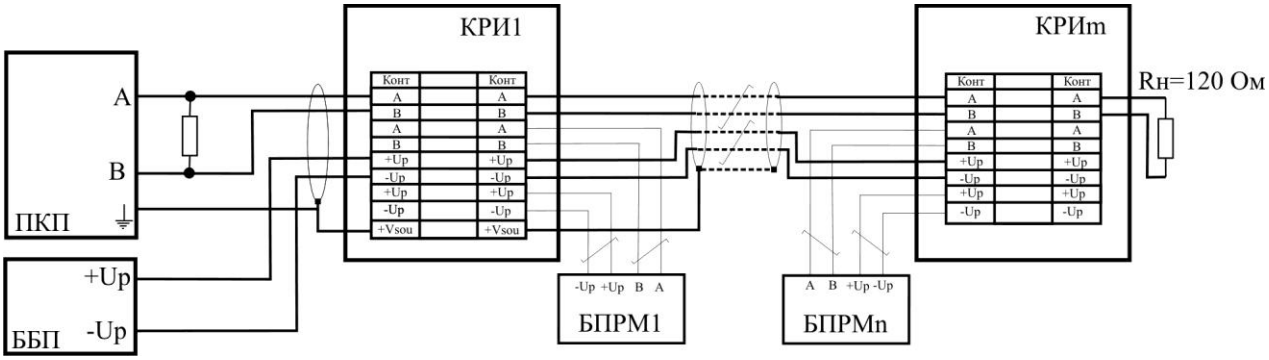

Рис. 4.14
4.2.1 Линия связи должна представлять собой один кабель витой пары (рис. 4.14) этому кабелю присоединяются все БПРМ* извещателей и ППК. Кабели соединяющие линию связи с БПРМ (ответвления) должны быть как можно короче.